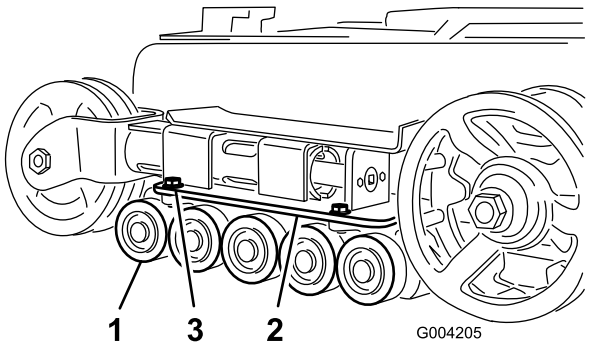

Figur 45
2. Ta bort de fyra skruvarna som fäster respektive nedre larvbandsstyrning som innehåller väghjulen, och ta bort hjulen (Figur 45).